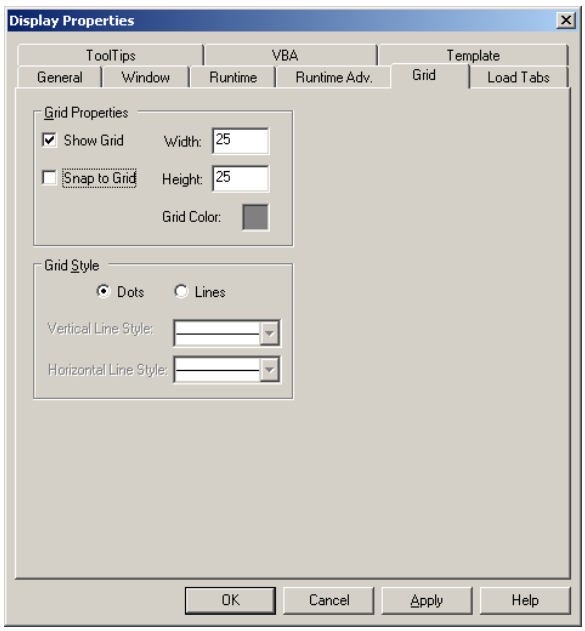

Figure L2.4 - Display Properties: Grid Tab
11. Enable the “Show Grid” options as shown in Figure L2.4.